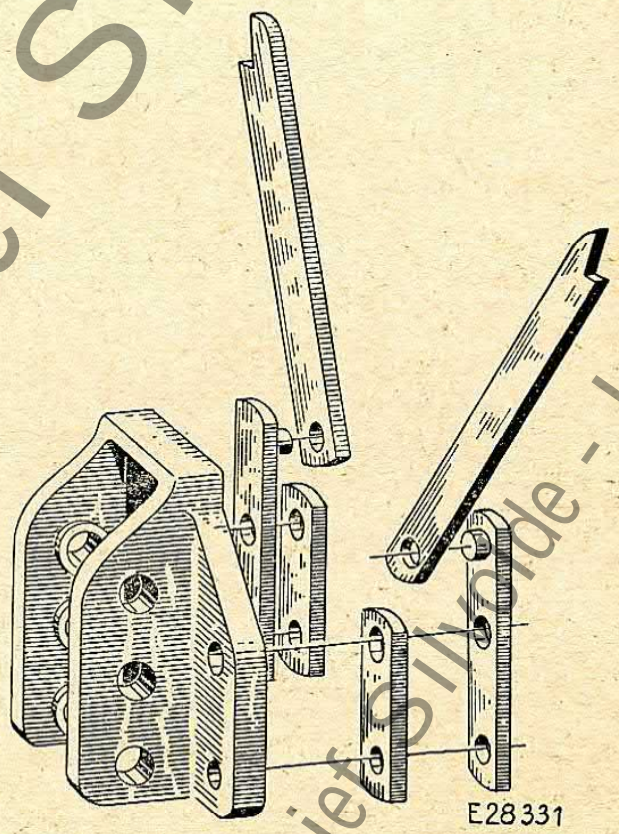
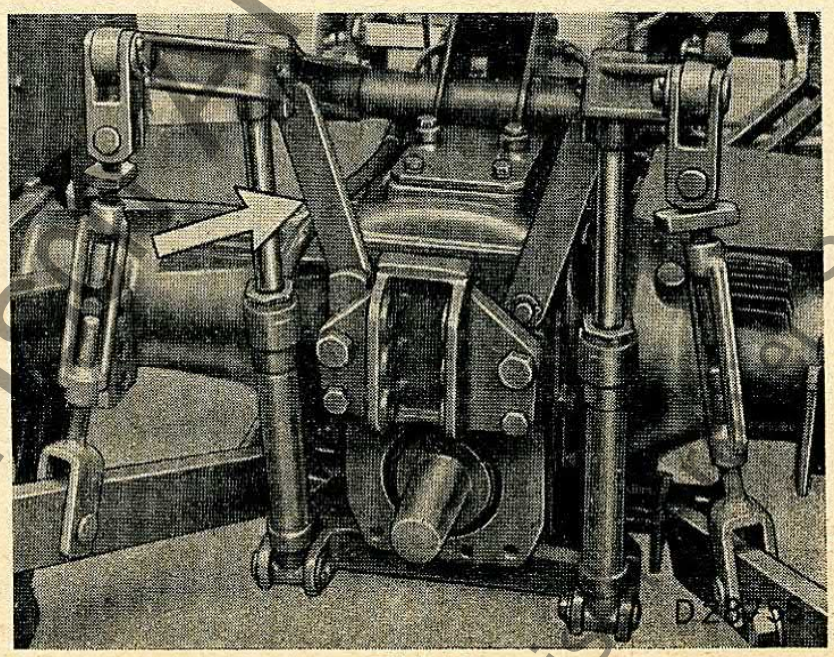

Bild 39
Bild 43
6. Zugstück von der Hinterseite des Getriebes abschrauben. Die Stiftschrauben sind auszudrehen und durch längere zu ersetzen. Dann zwischen das Zugstück und das Getriebe des Bulli die Laschen für die Hebelstützen und diese selbst aufstecken. Die Anordnung dieser Teile geht aus Bild 39 hervor. Das Zugstück wieder wie zuvor befestigen (siehe auch Bild 43).
Bei Transport eines angehängten Gerätes bringen Sie den Kraftheber in seine höchste Stellung (Bedienungshebel nach vorn) und stützen die Hebearme mit den hinter der Zugvorrichtung angebrachten Klinken ab. Schwenken Sie diese hoch, so daß sich die Aussparungen in den Klinken unter die Hebearme legen (Bild 43). Die hydraulische Anlage ist hierdurch entlastet.